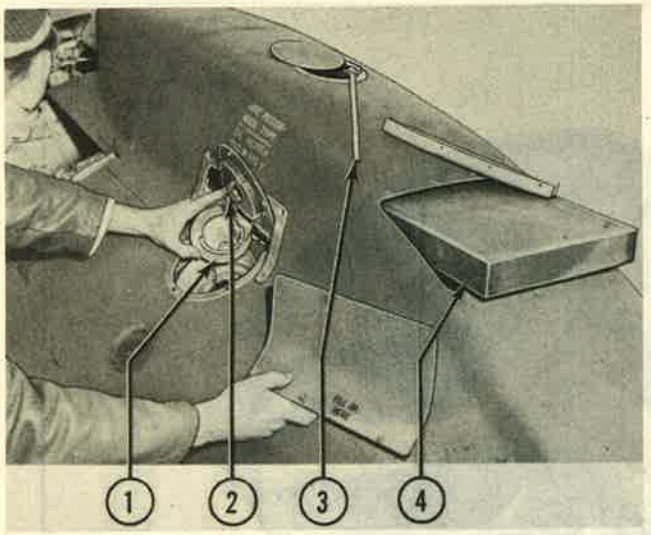

Figure 273—Access Plates to Oil Tank
a. Remove the screws from the panel (2, figure 273) at the rear of the air scoop and slide the air filter cartridge out about halfway.
b. Remove the cover plate (3, figure 273) on top of the air scoop and the right-hand cover plate inside the scoop.